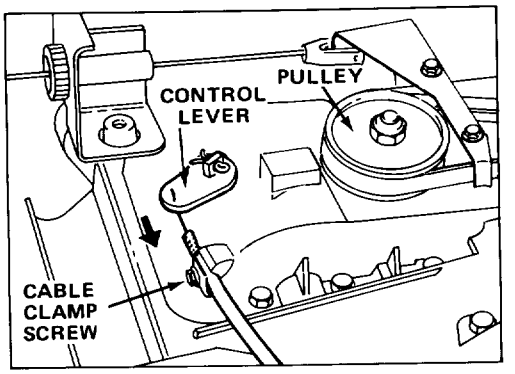

Figure 26
3. ADJUSTMENT (Fig. 26)—Loosen cable clamp screw until cable conduit slides. Push transmission control lever toward cable clamp screw until lever "snaps" into the neutral detent. Pull cable to remove slack and tighten clamp screw.